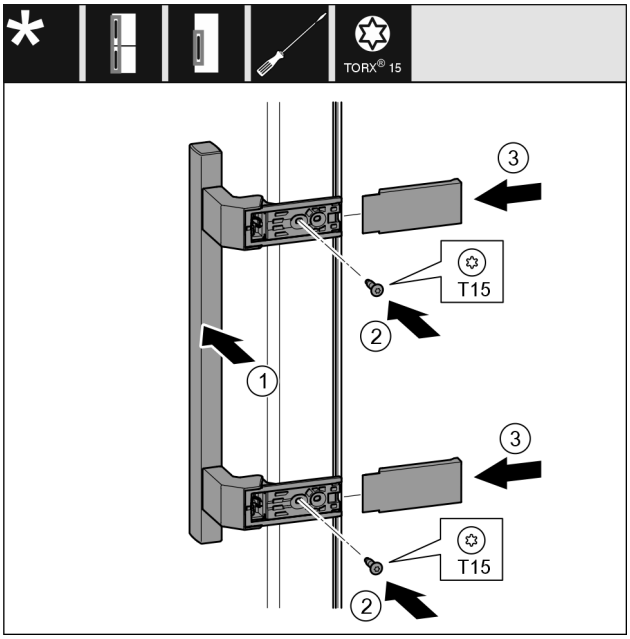

Fig. 22
▶ Griff *Fig. 22 (1)* auf der Gegenseite ansetzen.
▶ Schrauben *Fig. 22 (2)* mit Schraubendreher festschrauben.
▶ Abdeckungen *Fig. 22 (3)* seitlich ansetzen und aufschieben.